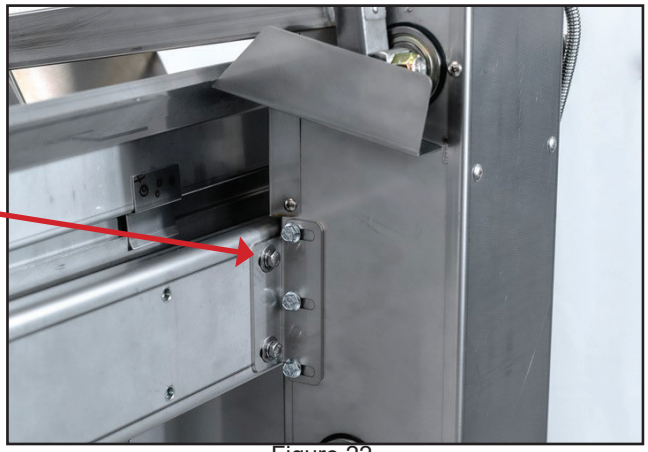

Figure 22
B. Align mounting bracket with the tower assembly rear bracket and thread screws through mounting bracket into rear bracket (Figure 22).